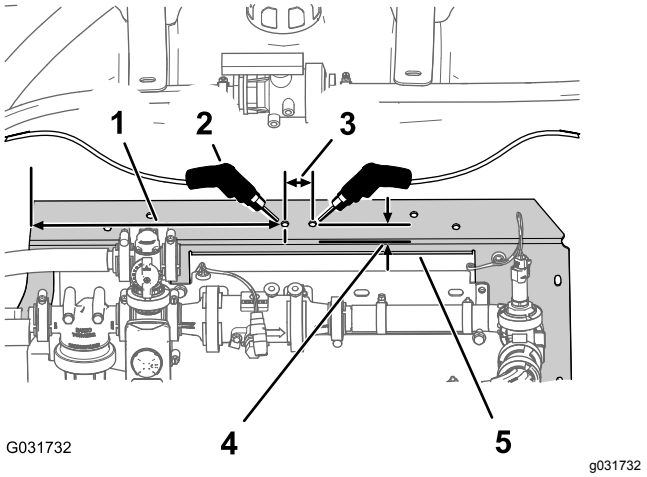

Figur 228
1. Från grenrörsfästets övre vänstra kant mäter du 381 mm åt höger och gör en markering på grenrörsfästet med en blyertspenna (Figur 228).
2. Från grenrörsfästets bakre kant mäter du 19 mm framåt och gör en markering på grenrörsfästet med en blyertspenna (Figur 228).
4. Från stället som du markerat med körnare mäter du 32 mm åt höger och gör en markering på grenrörsfästet med en blyertspenna (Figur 228).
5. Från grenrörsfästets bakre kant mäter du 19 mm framåt och gör en markering på grenrörsfästet med en blyertspenna (Figur 228).
7. Borra hål i grenrörsfästets alla körnarmarkeringar med ett 8 mm-borrskär (Figur 228).